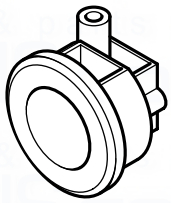

Fig. 42
4. Slacken the cable clamp on the LH side of the boiler chassis (Fig. 42). Insert the cable through the clamp and route it to the terminal block.